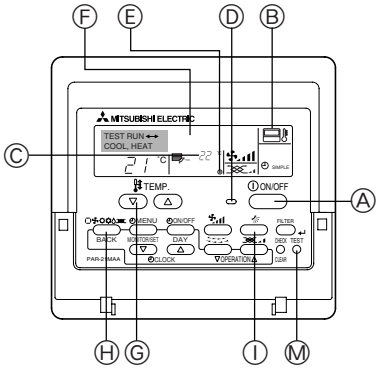

Fig. 7-1
7.2.1. Verwendung der verdrahteten Fernbedienung (Fig. 7-1)
① Den Strom mindestens 12 Stunden vor dem Testlauf einschalten.
② Die [TEST]-Taste zwei Mal drücken. ➡ “TEST RUN”-Flüssigkristallanzeige (LCD)
③ Die Betriebsartwahltaste drücken. ➡ Vergewissern Sie sich, dass Luft ausgeblasen wird.
④ Die Betriebsartwahltaste drücken und die Betriebsart Kühlen (oder Heizen) einschalten. ➡ Vergewissern Sie sich, dass kalte (oder warme) Luft ausgeblasen wird.
⑤ Die Gebläsegeschwindigkeitstaste drücken. ➡ Vergewissern Sie sich, dass die Luftgeschwindigkeit eingeschaltet ist.
⑥ Den Betrieb des Gebläses der Außenanlage überprüfen.
⑦ Durch Drücken der Taste [ON/OFF] (EIN/AUS) den Testlauf freigeben. ➡ Stopp
⑧ Speichern Sie eine Telefonnummer ein.